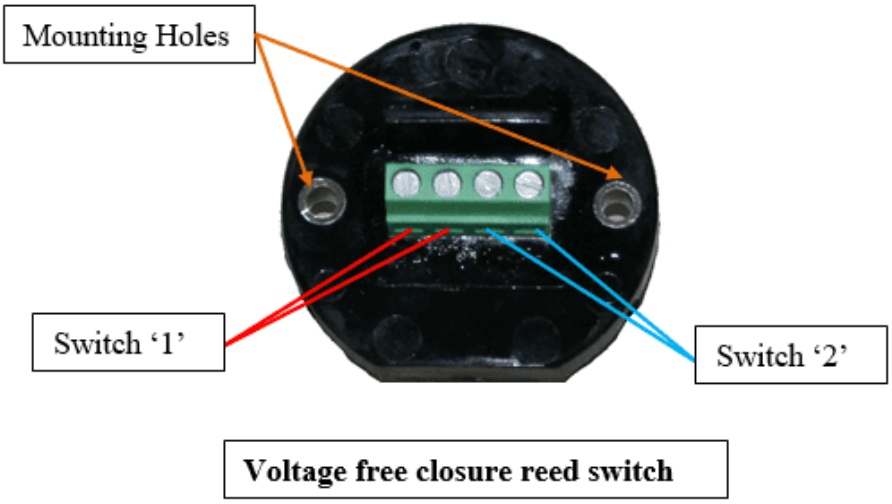

**Figure 4 – Wiring Diagram**
- Use a small screwdriver to attach one end of the supplied connection cable to the terminals of the rain gauge's reed switch, as shown in Figure 4 11.